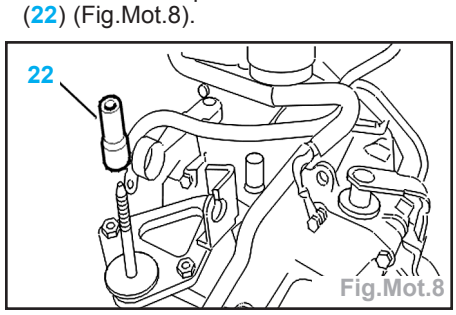

Fig.Mot.8
- S'assurer de la présence de l'entretoise (22) (Fig.Mot.8).